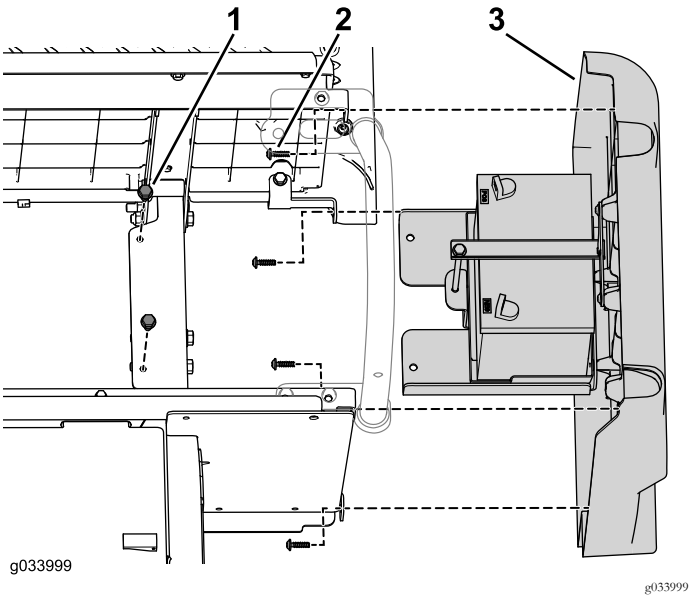

Figura 45
3. Utilizzate la bulloneria rimossa in precedenza per montare il gruppo del pannello destro originale sui pannelli della base del sedile posteriori (Figura 45).